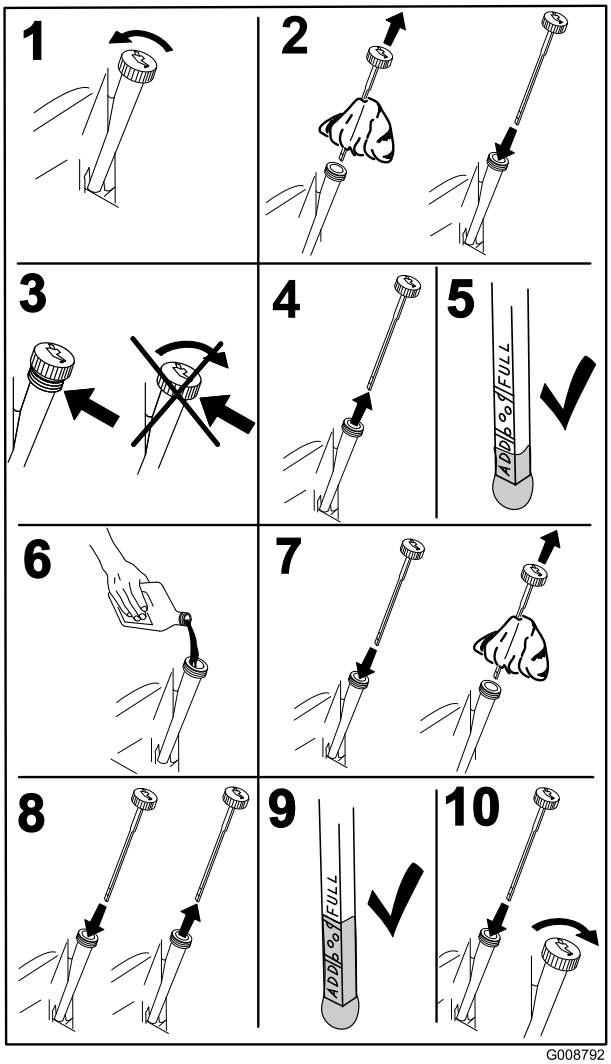

**Figur 31**
2. Kontrollera oljenivån såsom visas i Figur 31.